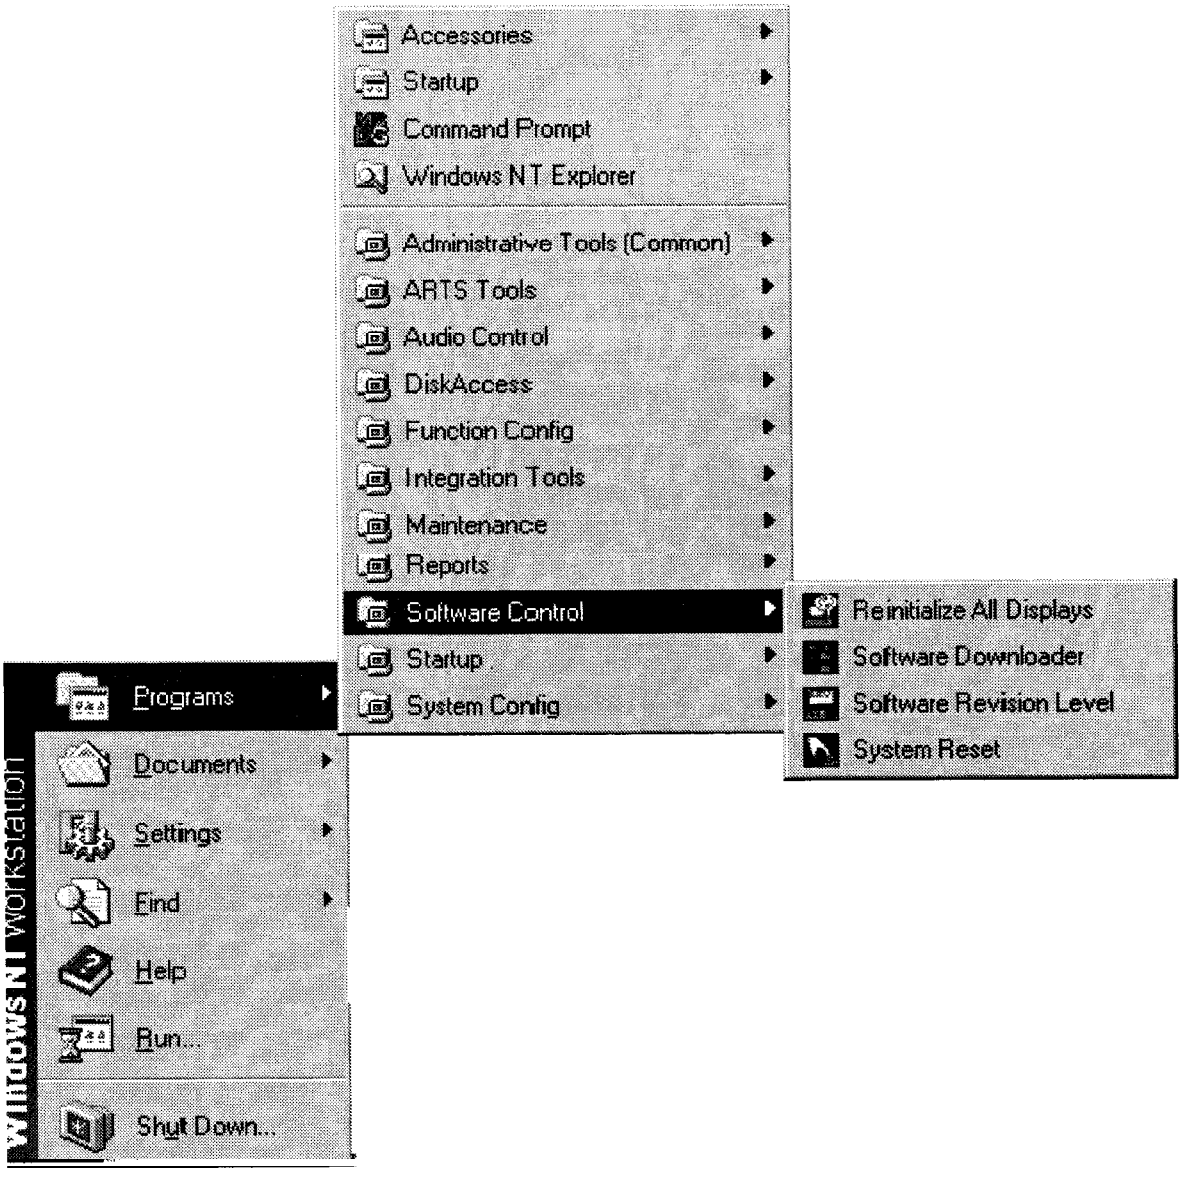

FIGURE 4-5. SOFTWARE CONTROL WINDOW
2. Observe the Software Control program group (Figure 4-5).
1. Double click the Reinitialize All Displays icon (Figure 4-5).
1. Click Software Downloader (Figure 4-5).